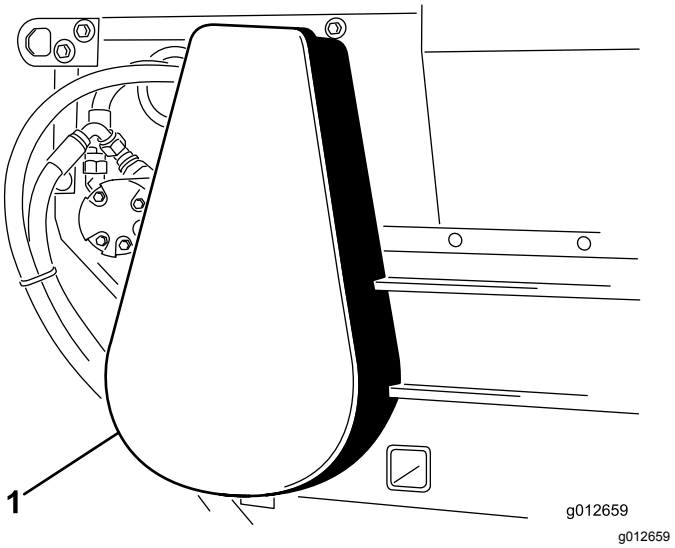

Figur 18
2. Fjern kædedækslet (Figur 18).
6. Monter kædedækslet (Figur 18).